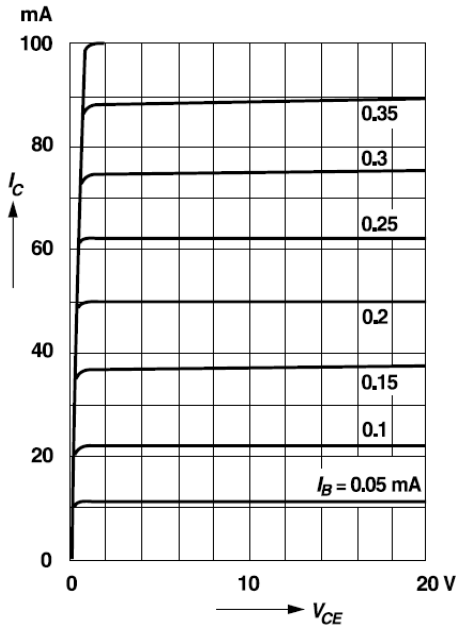

Abb. 3.2: Ausgangs-kennlinienfeld
c) – Abb. 3.2: Ermitteln Sie $I_{B,AP}$. / 5